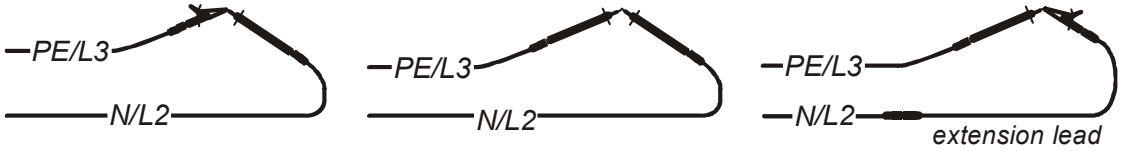

Рисунок 5.11 – Закороченные испытательные кабели
- Замкните накоротко испытательные проводники (см. *рис. 5.11*).